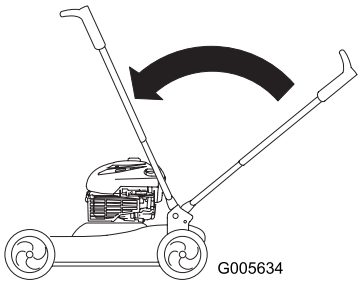

Figur 38
2. Roter håndtaket forover (Figur 38).